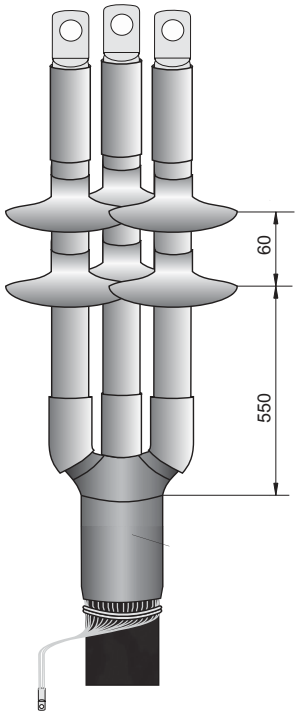

Рисунок 13
4.20 В случ е концевой муфты н ружной уст новки после ус дки трекингостойких трубок (4.16) н деть н к ждую жилу к беля по дв термоус жив емых изолятор с интерв лом 60 мм между изолятор ми и ус дить, н чин я с нижнего (рисунок 13).